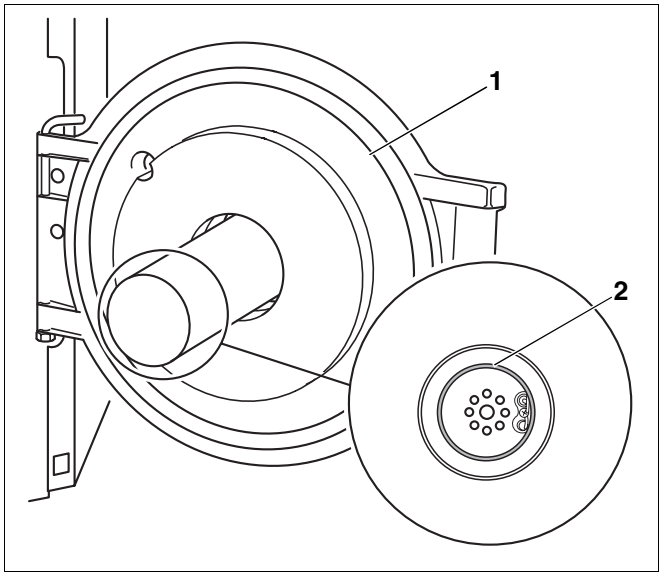

Abb. 42 Korrekten Sitz der Dichtung kontrollieren
- Bei geöffneter Brennertür (Abb. 42, **Pos. 1**) den korrekten Sitz der Dichtung (Abb. 42, **Pos. 2**) prüfen.
- Brennertür schließen (Abb. 42, **Pos. 1**) und Befestigungsschrauben der Brennertür festziehen (ca. 10 Nm).